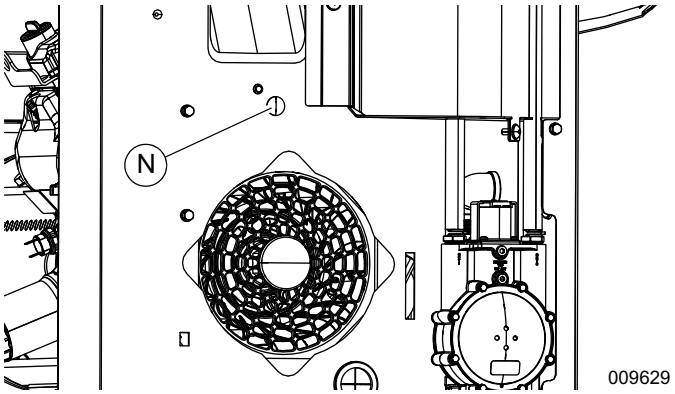

Figure 10. Access Hole in Divider Panel
NOTE: See ***Figure 10***. For units with the 1000 Series engines (2016–Present), the lower mixer screw is accessible through a hole (N) in the engine divider panel. Remove plastic cover from the hole and set aside for reassembly.